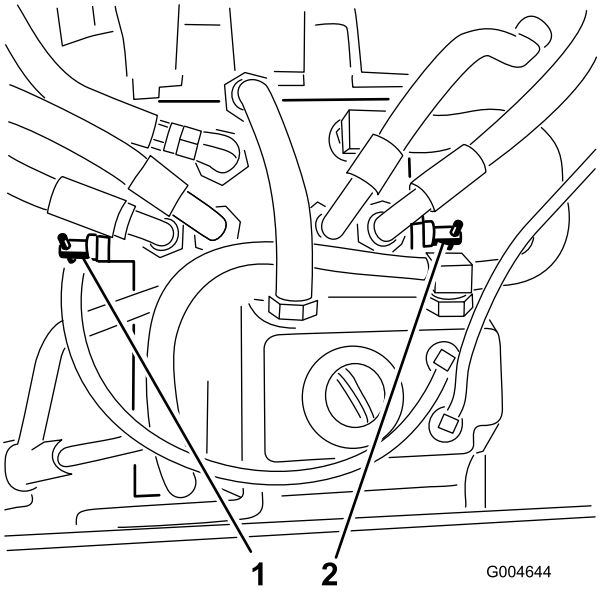

Rysunek 34
3. Obróć każdy zawór obejściowy o 1 obrót w lewo (Rysunek 34).
Obróć każdy zawór obejściowy w prawo o 1 obrót i ręcznie dokręć wszystkie zawory obejściowe (moment o wartości około 8 Nm) (Rysunek 34).